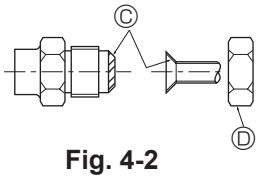

Fig. 4-2
4.2. Connexion des tuyaux (Fig. 4-1) (Fig. 4-2)
[Fig. 4-2]